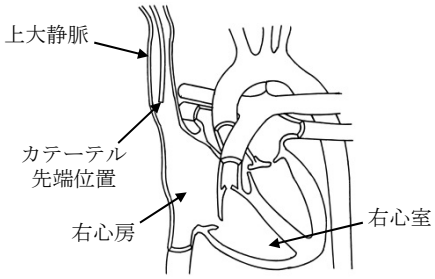

図 5
9) カテーテル先端が適切な位置にあるかをX線透視等により確認する。カテーテル先端の適切な位置は、上大静脈と右心房の合流部である（図 5）。